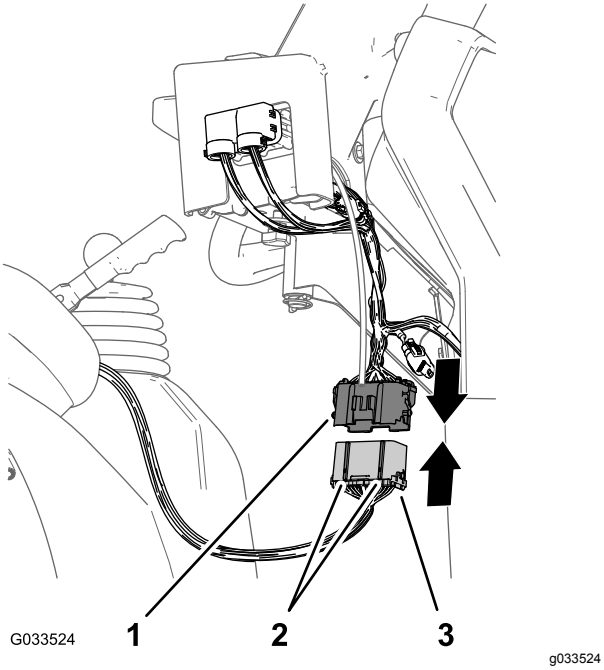

Figuur 23
1. Lijn de 2 sleuven van de stekker met 38 pinnen van de achterste kabelboom voor de spuitmachine uit met de 2 groeven in de connector met 38 contacten van de voorste kabelboom die aan het bedieningspaneel bevestigd is (Figuur 23).
2. Sluit de connector van de achterste kabelboom aan op die van de voorste kabelboom; zorg dat de vergrendelingen van de connectors in elkaar klikken (Figuur 23).